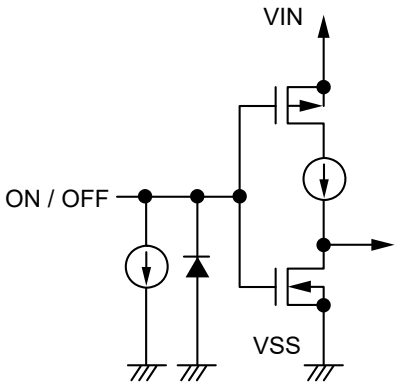
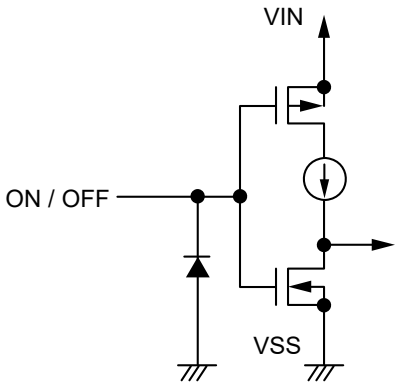

Figure 18 S-1313 Series A / C type
Figure 19 S-1313 Series B / D type
When the ON / OFF pin is set to OFF level, the entire internal circuit stops operating, and the built-in P-channel MOS FET output transistor between the VIN pin and the VOUT pin is turned off, reducing current consumption significantly. Note that the current consumption increases when a voltage of 0.25 V to V_{IN} − 0.3 V is applied to the ON / OFF pin. The ON / OFF pin is configured as shown in **Figure 18** and **Figure 19**.
***1.** Note that the IC's current consumption increases as much as current flows into the constant current of 0.1 μA typ. when the ON / OFF pin is connected to the VIN pin and the S-1313 Series A / C type is operating (refer to **Figure 18**).